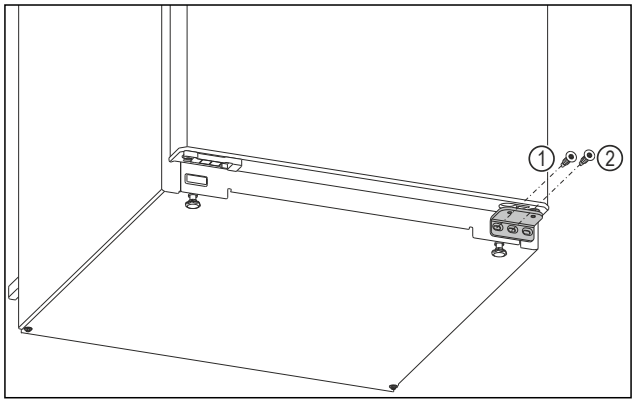

Fig. 6
- ▶ Šroubovákem Torx 20 vyšroubujte vnitřní šroub na spodním stojanu ložiska. *Fig. 6 (1)*
- ▶ Pomocí šroubováku Torx 20 vyšroubujte prostřední šroub na spodním stojanu ložiska. *Fig. 6 (2)*